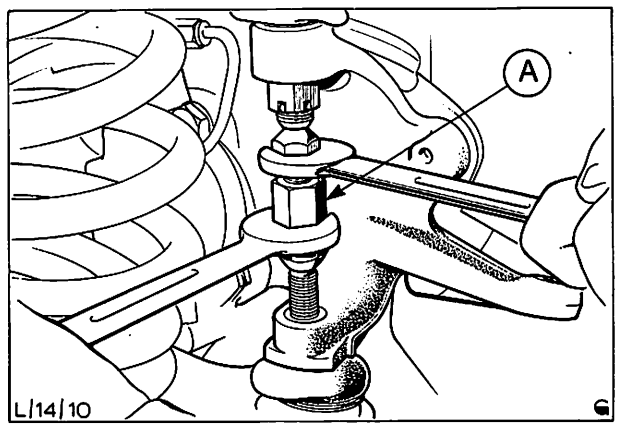

Abb. 29 Auspreßvorrichtung Kugelgelenk – Achsschenkel 14-001-A
5. Kugelgelenkbolzen mit Werkzeug 14-001-A, Abb. 29, vom Achsschenkel trennen.